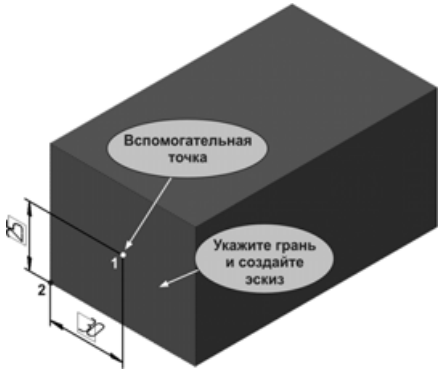

Рис. 6.130
- Проставьте горизонтальный 30 и вертикальный 25 размеры, определяющие положение точки 1 относительно вершины 2 (рис. 6.130).